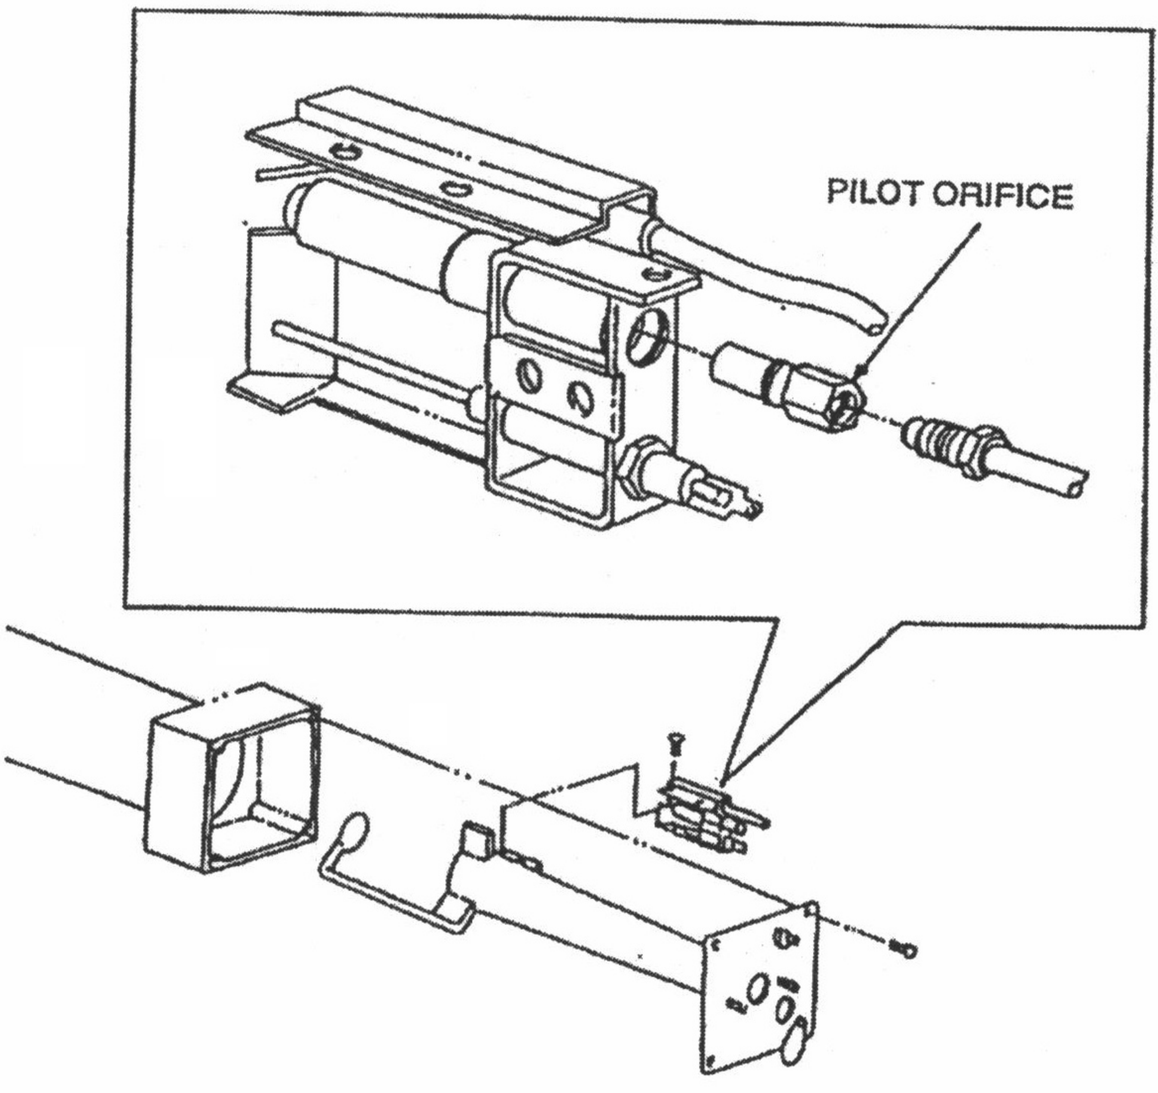

Figure 2
Remove (4) screws from burner plate. Burner may now be removed and pilot orifice may now be replaced.(see fig. 2)